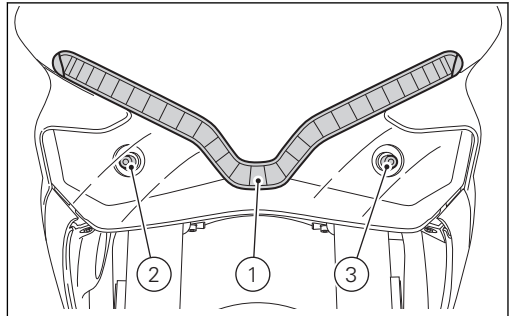

図 179
LED パーキングランプ (1)、ロービームランプ (2)、ハイビームランプ (3) の配置は (図 179) に記載しています。